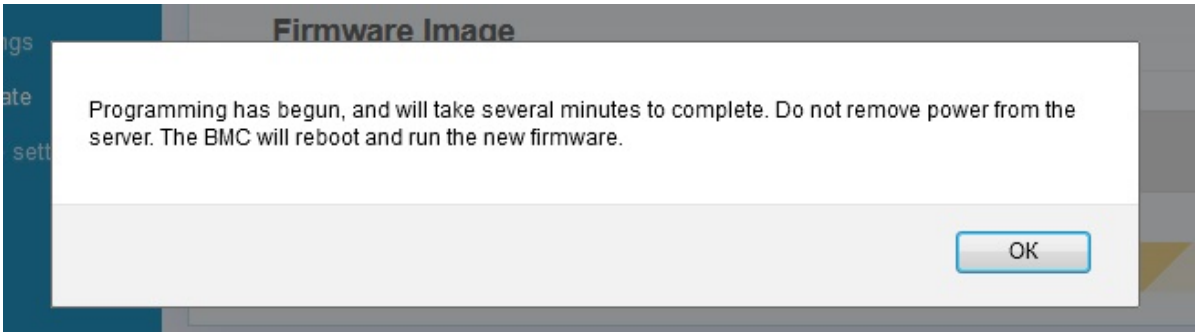

Рис. 92. Окно процесса установки обновления
6) После нажатия кнопки «UPLOAD FIRMWARE» появиться окно установки обновления. Окно показано на рис. 92 Окно процесса установки обновления